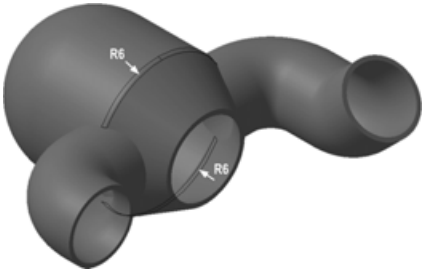

Рис. 6.67
- Скруглите верхние и нижние ребра основания радиусом 6 (рис. 6.67). Не забудьте на панели свойств включить опцию **Продолжать по касательным ребрам**.